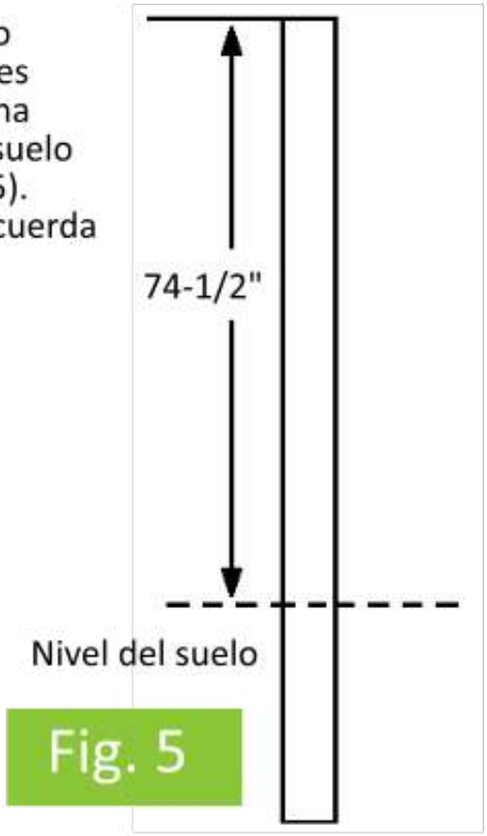

Fig. 5
1. Corte la parte superior de los postes (si los postes no fueron ajustados a la altura). Marque todos los postes finales, de esquina y de transición a 74-1/2" (para una cerca de 6 pies de altura*) por encima del nivel del suelo y luego tense una cuerda desde los postes (ver Fig. 5). Marque todos los postes y córtelos a la altura de la cuerda usando una sierra circular.